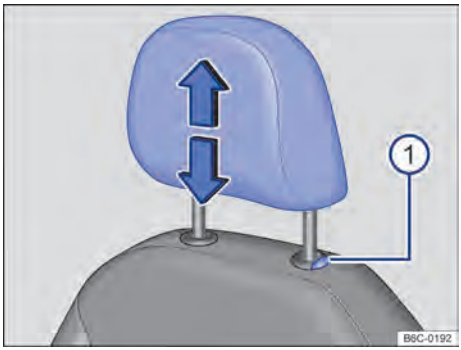
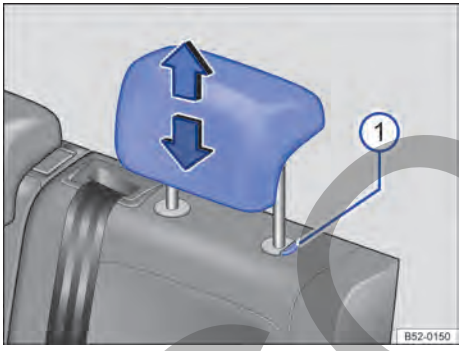

Fig. 63 Apoyacabezas delantero: ajustar.
Fig. 64 Apoyacabezas trasero: ajustar.
– Mover el apoyacabezas hacia arriba o hacia abajo, en el sentido de la flecha, presionando el botón → fig. 63 (1) o → fig. 64 (1) presionado → ⚠ en *Introducción al tema* de la pág. 81.